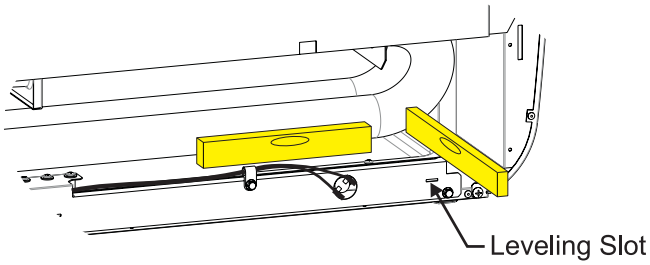

Figure 7
10. Insert a flat screwdriver into the slots on the condensate tray bracket to level the tray from front to back and side to side. Verify with a small level. Tighten the front mounting screws when level. Make sure the heated tray assembly does not sit tightly down against the bottom panel but leaves a small gap. **See Figure 7.**